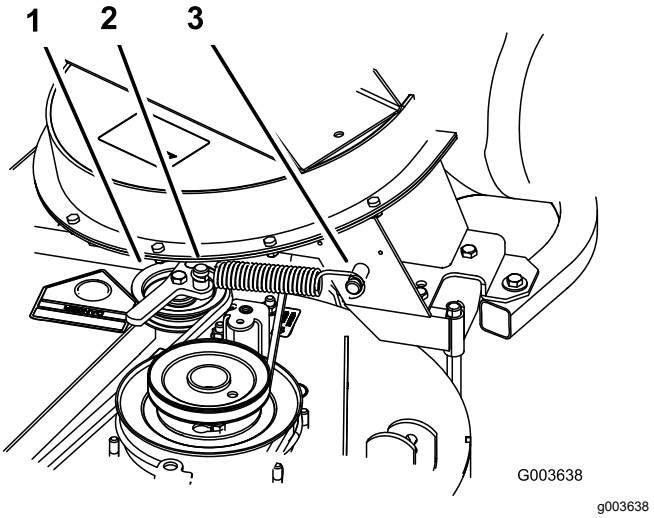

Figur 20
4. Monter fjederen som vist i Figur 20.